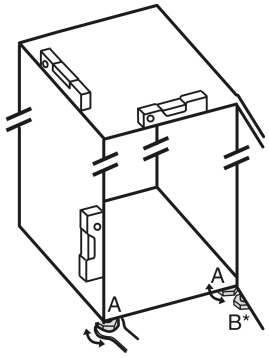

Fig. 24
▶ Stellfüße *Fig. 24 (A)* mit beiliegendem Gabelschlüssel und mit Hilfe einer Wasserwaage herausdrehen, bis das Gerät fest und ebenstehend ausgerichtet ist.
▶ Stellfuß *Fig. 24 (B)* am Lagerbock mit beiliegendem Gabelschlüssel herausdrehen, bis er auf dem Boden aufliegt.
▶ Stellfuß *Fig. 24 (B)* maximal um 90° weiter drehen, um eine Beschädigung der Tür zu vermeiden.